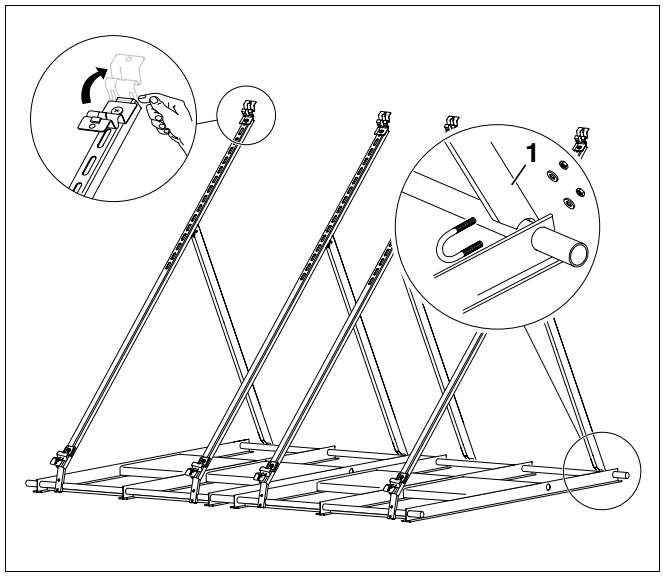

Afb. 31 Collectorsteunen vastschroeven
- Plaats de collectorsteunen (afb. 31, **pos. 1**) op de steunbuizen.
- Monteer de collectorhouder zo, dat de omgeplooide zijde van de collectorhouder gelijk komt met het uiteinde van de profielrails – controleer dit met uw vinger (afb. 31). De collectorhouder mag zeker niet uitsteken.